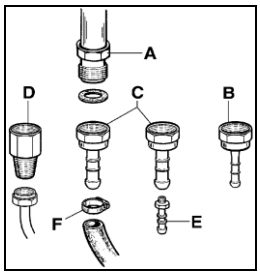

Fig.3
- Draai de inspuiters los met een sleutel (7 mm.) en vervang ze door de juiste inspuiters voor het type gas (fig 3.). Zie ook table op blz. 8.